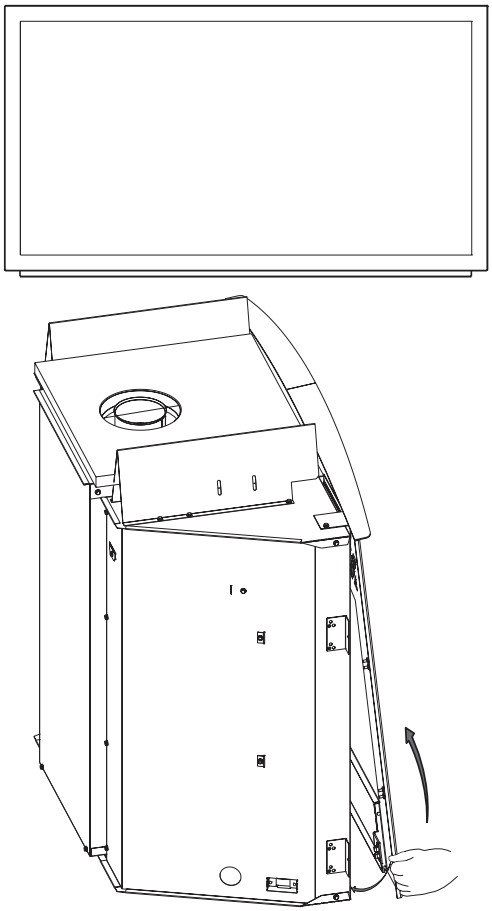

**Figure 77**
**Glass Removal and Replacement (Figures 77 and 78)**